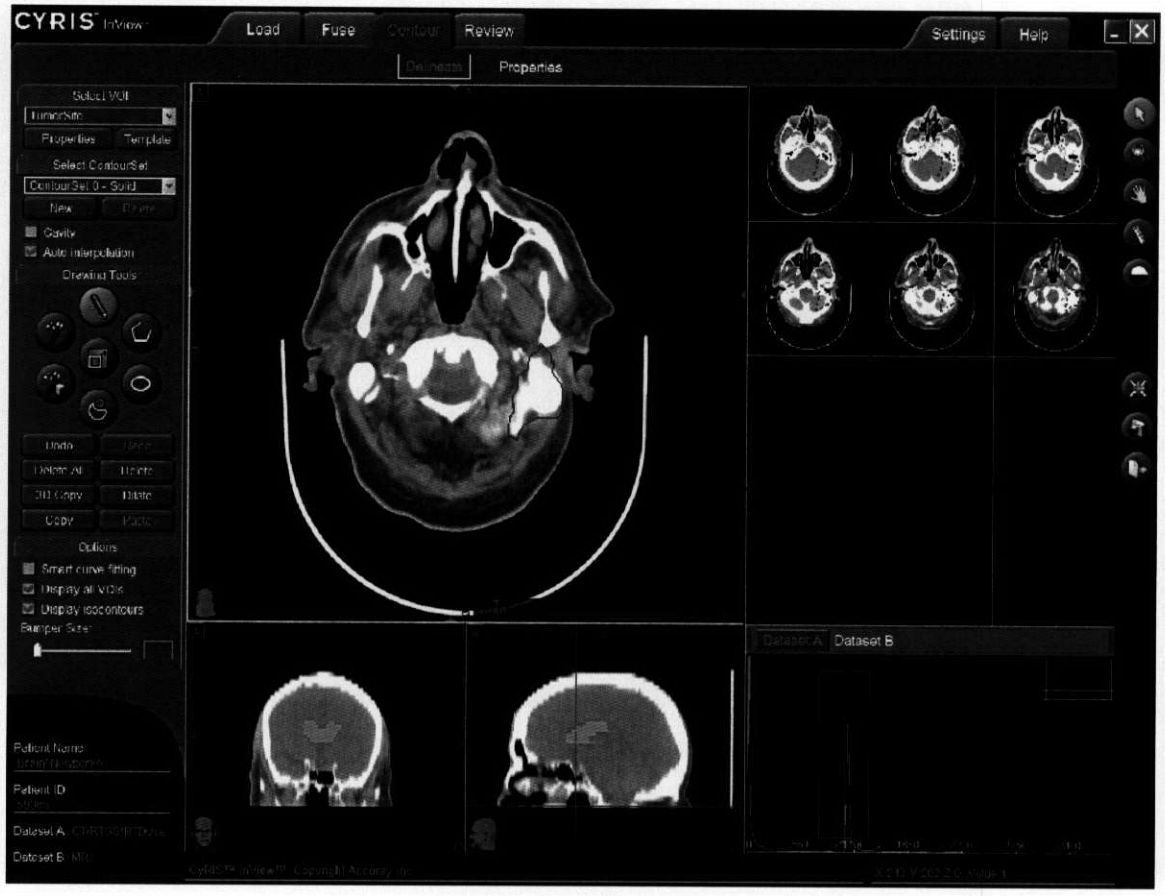

**Figure 25 Contour Step**
*Figure 25 Contour Step, page 36* presents the **Delineate** step of the **Contour** task. This task provides you access to the drawing tools you can use to create and modify Volumes of Interest.